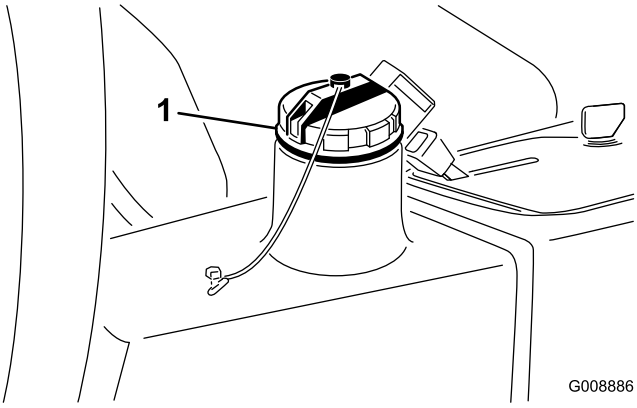

Figur 64
3. Fyll beholderen (Figur 64) med omtrent 13,2 liter hydraulisk olje. Se Kontrollere det hydrauliske systemet.